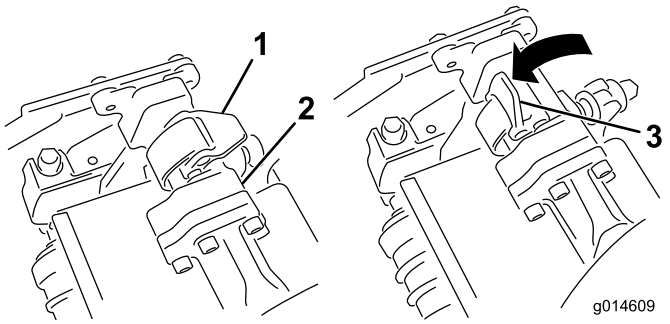

Figur 12
5. Mens låsehåndtagene på affjedringsarmen peger opad (dvs. er åbne) (Figur 12), skal du skubbe
6. Luk låsehåndtagene ned og omkring klippeenhedens stang, og lås dem på plads (Figur 12).